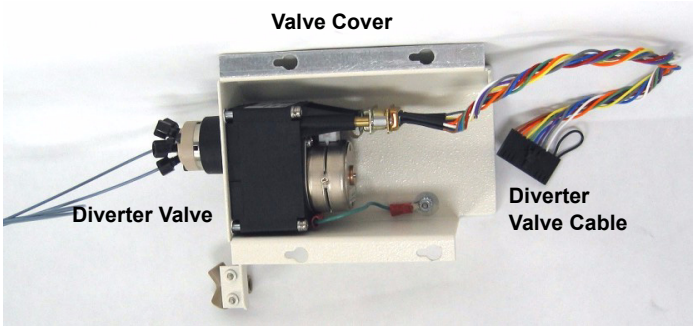
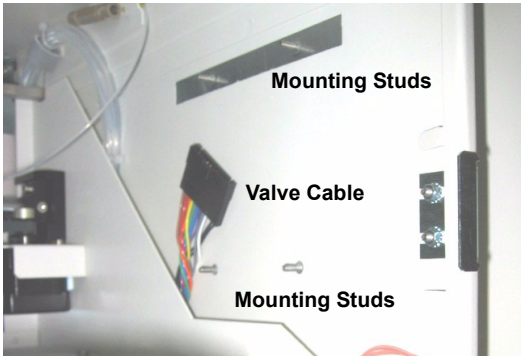

Figure B-31. Diverter Valve Assembly
Figure B-32. Diverter Valve Cable and Mounting Studs
1. Connect the cable from the diverter valve (see Figure B-31) to the matching cable that extends from the lower-right corner inside the autosampler compartment (see Figure B-32). The cables are keyed to fit only one way.
3. Align the keyhole openings on the valve assembly with the four studs mounted on the right side of the autosampler compartment (see Figure B-32) and push the assembly onto the studs (see Figure B-33).